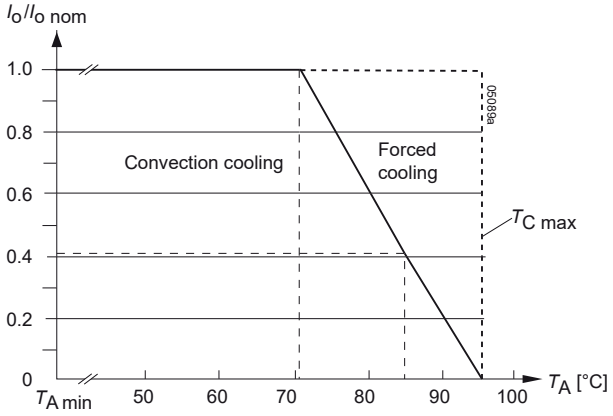

Fig. 7
**Notes:** Sufficient forced cooling or an additional heat sink allows $T_A$ to be higher than 71 °C (e.g., 85 °C), as long as $T_{C\,max}$ is not exceeded. Details are specified in fig.7.